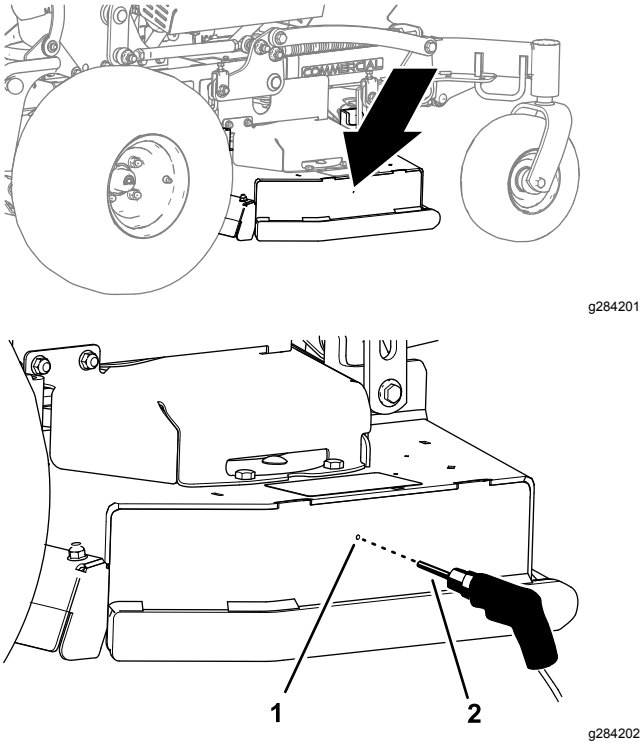

Figure 11
3. At the right side of the mower deck, drill the pilot hole in the deck with a 10 mm (3/8 inch) drill bit as shown in Figure 11.